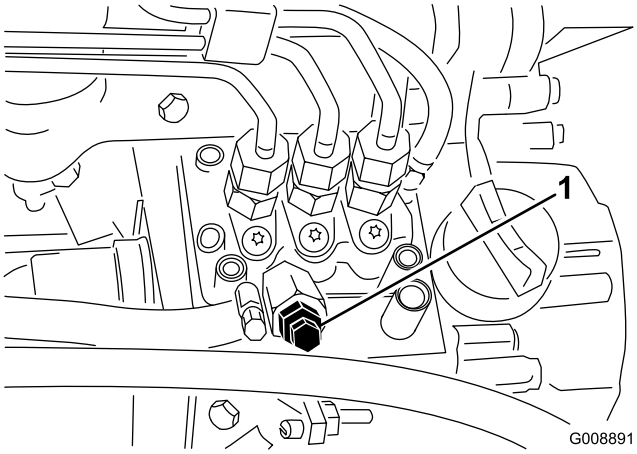

Figur 25
3. Åbn udluftningsskruen på brændstofindsprøjtningspumpen (Figur 25).